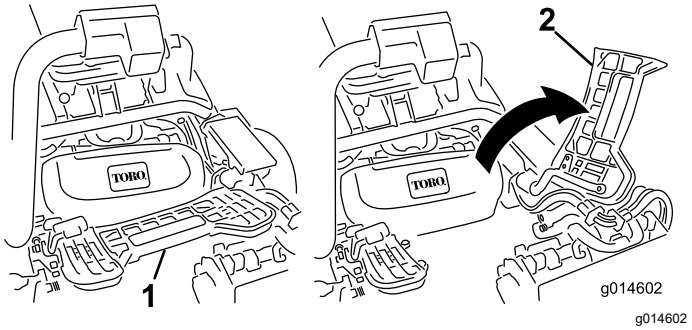

Figuur 56
2. Klap de voetsteun omhoog zodat u bij het middelste maai-eenheid kunt (Figuur 56).